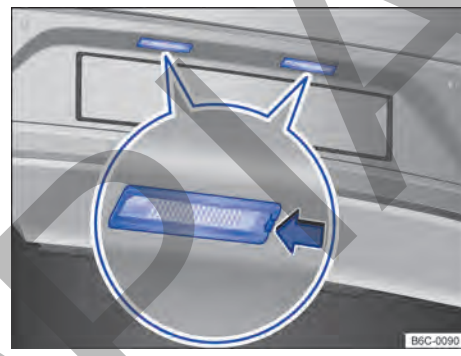

Fig. 167 En el parachoques trasero: luz de la placa de licencia.
2. Con la ayuda de un destornillador, presionar la traba → fig. 167 (flecha) para desmontar el conjunto.